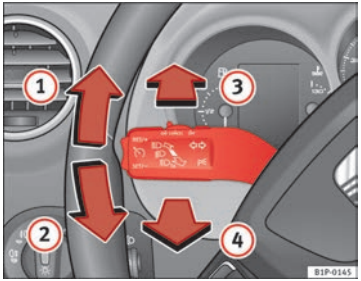

Fig. 76 Turn signal and main beam headlight lever
– Move the lever all the way up ⇒ fig. 76 (1) to indicate **right**, and all the way down (2) to indicate **left**.
– If the dipped lights are on, push the lever forward ⇒ fig. 76 (3) to switch on the main beam.
– Push the lever towards the steering wheel ⇒ fig. 76 (4) to switch off the main beam.